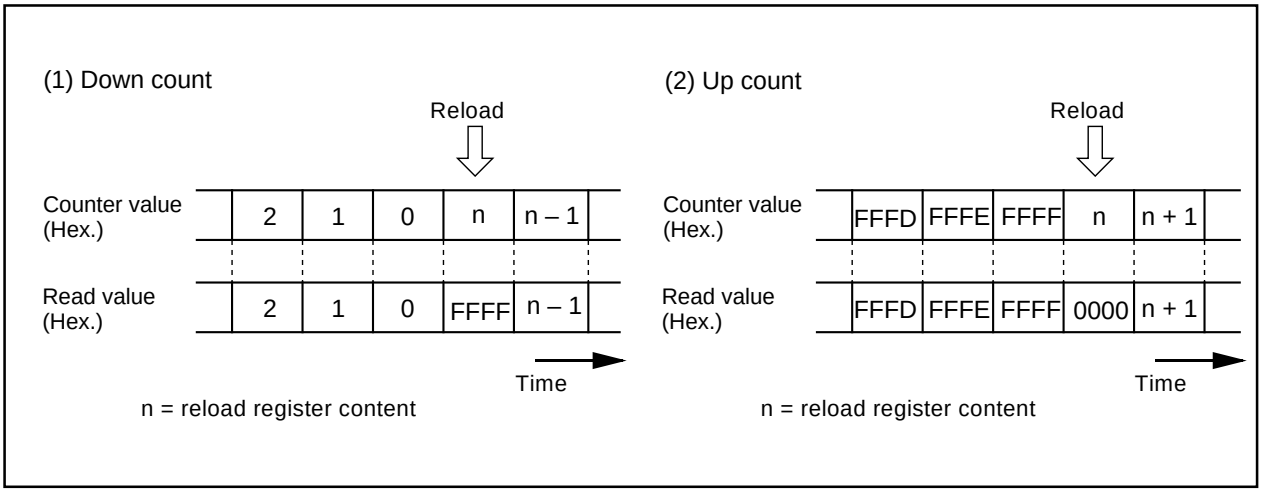

Figure 2.2.29. Reading timer Ai register
(1) To clear reset, the count start flag is set to “0”. Set a value in the timer Ai register, then set the flag to “1”.
(2) Reading the timer Ai register while a count is in progress allows reading, with arbitrary timing, the value of the counter. Reading the timer Ai register with the reload timing shown in Figure 2.2.29 gets “FFFF16” by underflow or “000016” by overflow. Reading the timer Ai register after setting a value in the timer Ai register with a count halted but before the counter starts counting gets a proper value.